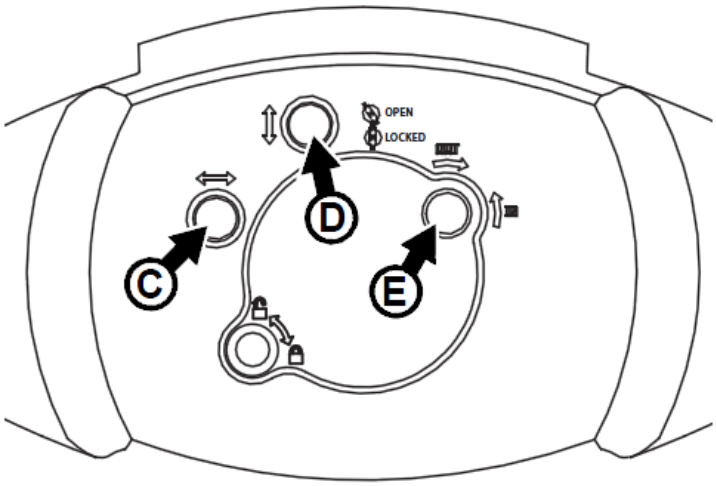

Рисунок 11: Регулировка лампы
4. См. Рисунок 11. Повернуть три винта регулировки лампы под звездообразный ключ 20 — **C, D** и **E**, чтобы свести к минимуму появление точек нагрева и добиться максимально равномерного светового луча.